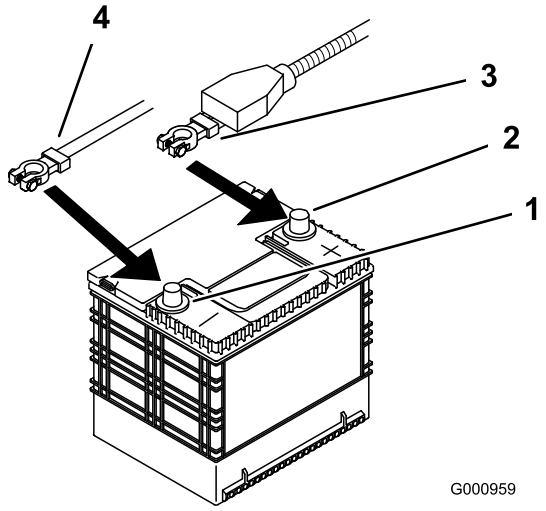

Figuur 38
4. Maak eerst de minkabel los van de minpool (–) van de accu (Figuur 38).
5. Schuif het rode stofkapje voor de accupool van de pluspool (rood) van de accu. Verwijder vervolgens de pluskabel (rood) van de accu (Figuur 38).
4. Bevestig de kabels met 2 bouten (1/4 x 3/4 inch), 2 ringen (1/4 inch) en 2 borgmoeren (1/4 inch) (Figuur 38).